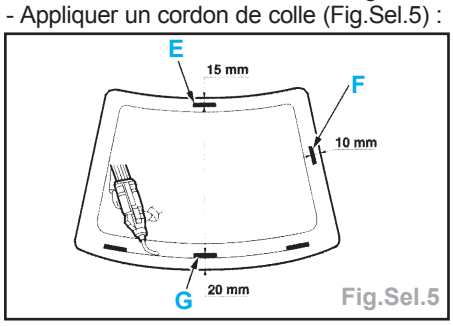

Fig.Sel.5
- Appliquer un cordon de colle (Fig.Sel.5) :